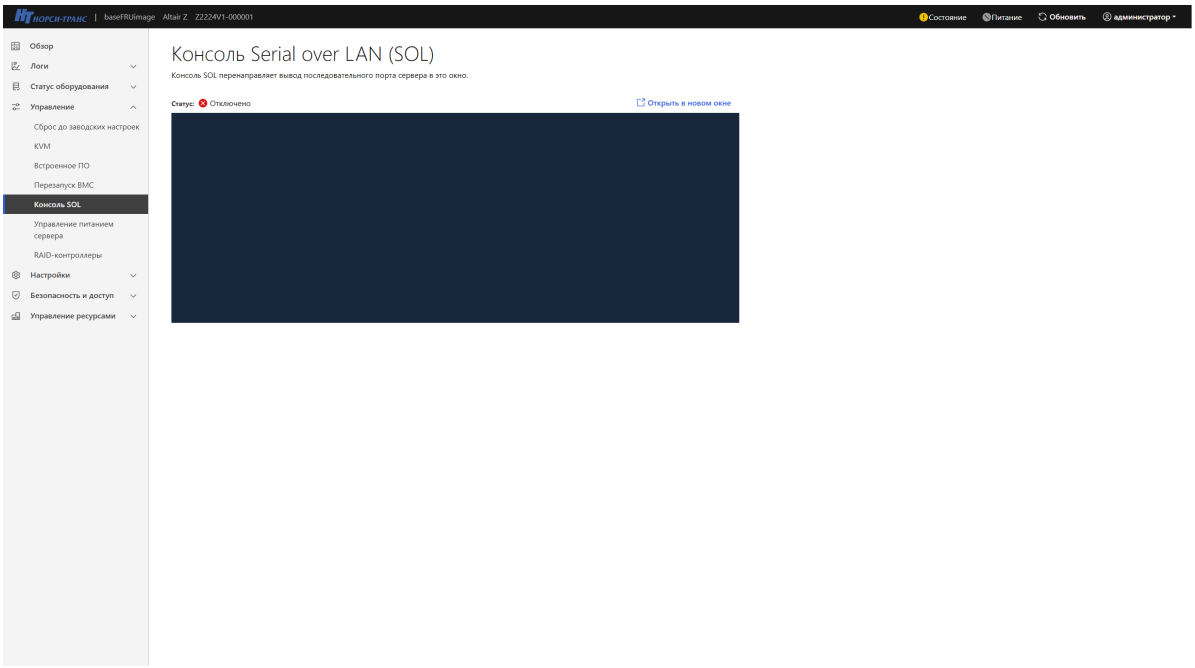

Рис. 83. Окно «Консоль Serial over LAN (SOL)»
5) Пройдите во вкладку «Управление» → «Консоль Serial over LAN (SOL)» в данной вкладке осуществляется перенаправление вывода последовательного порта сервера в окно браузера вашей рабочей станции. Окно показано на рис. 83 Окно «Консоль Serial over LAN (SOL)»